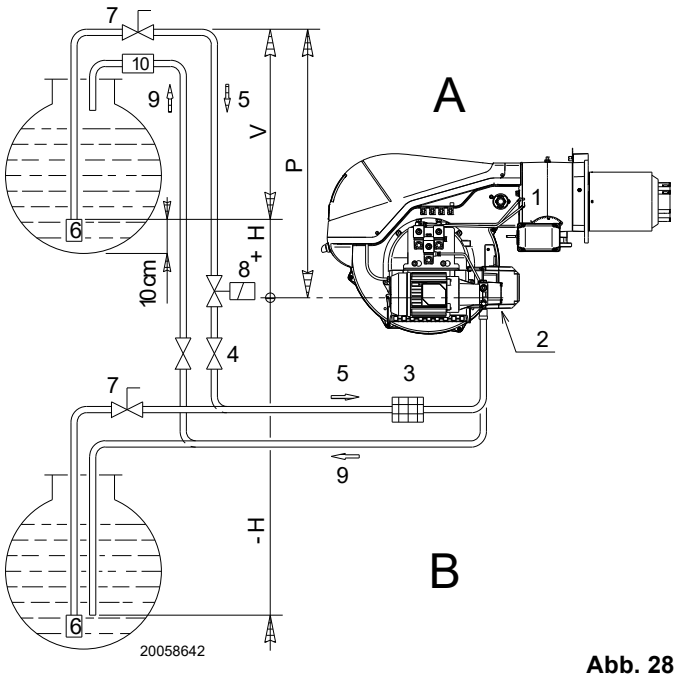

**Abb. 28**
**Tank höher als der Brenner A** (Abb. 28)
**Tank niedriger B** (Abb. 28)
Zeichenerklärung (Abb. 28)